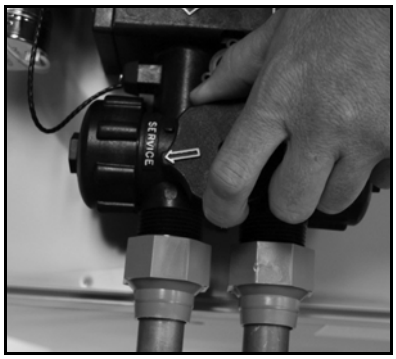

Figure 7: Position Service
A. Assurez-vous que la dérivation se trouve sur la position Service. Reportez-vous à Figure 7.